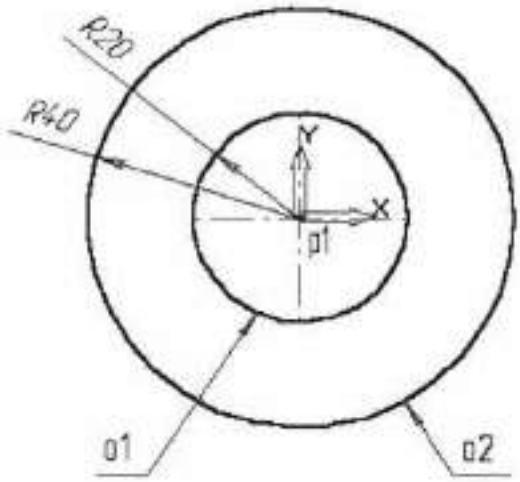

Рис. 117
3. Затем постройте окружность о2 без осевых линий радиусом 40 мм. Положение центра задайте в центре окружности о1 (точка р1) с помощью привязки ***Ближайшая точка***, рис. 117.